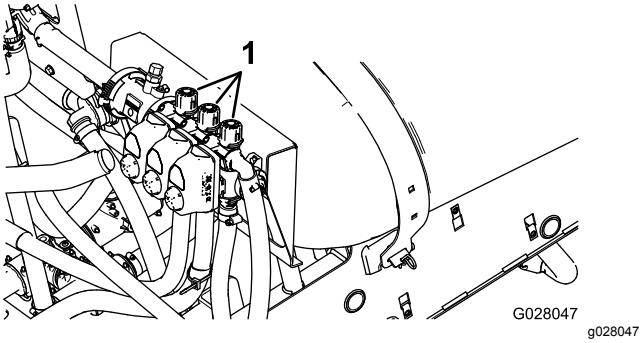

Figur 86
2. Stäng av den vänstra sektionsomkopplaren och justera den vänstra sektionens överströmningsventil (Figur 86) tills trycket når den tidigare inställda nivån (vanligtvis 2,76 bar).
4. Justera den högra sektionens överströmningsventil (Figur 86) tills trycket når den tidigare inställda nivån (vanligtvis 2,76 bar).
6. Justera mittsektionens överströmningsventil (Figur 86) tills trycket når den tidigare inställda nivån (vanligtvis 2,76 bar).